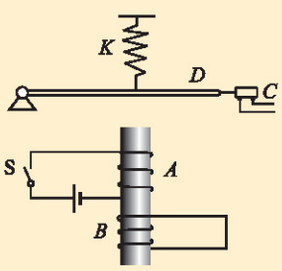

图 1-2-6
3. 图 1-2-6 为生产中常用的一种延时继电器的示意图. 铁芯上有两个线圈 A 和 B. 线圈 A 跟电源连接，线圈 B 的两端接在一起，构成一个闭合电路. 在断开开关 S 的时候，弹簧 K 并不能立即将衔铁 D 拉起，使触头 C 立即离开，而是过一小段时间后触头 C 才能离开. 延时继电器就是这样得名的. 试说明这种继电器的原理.